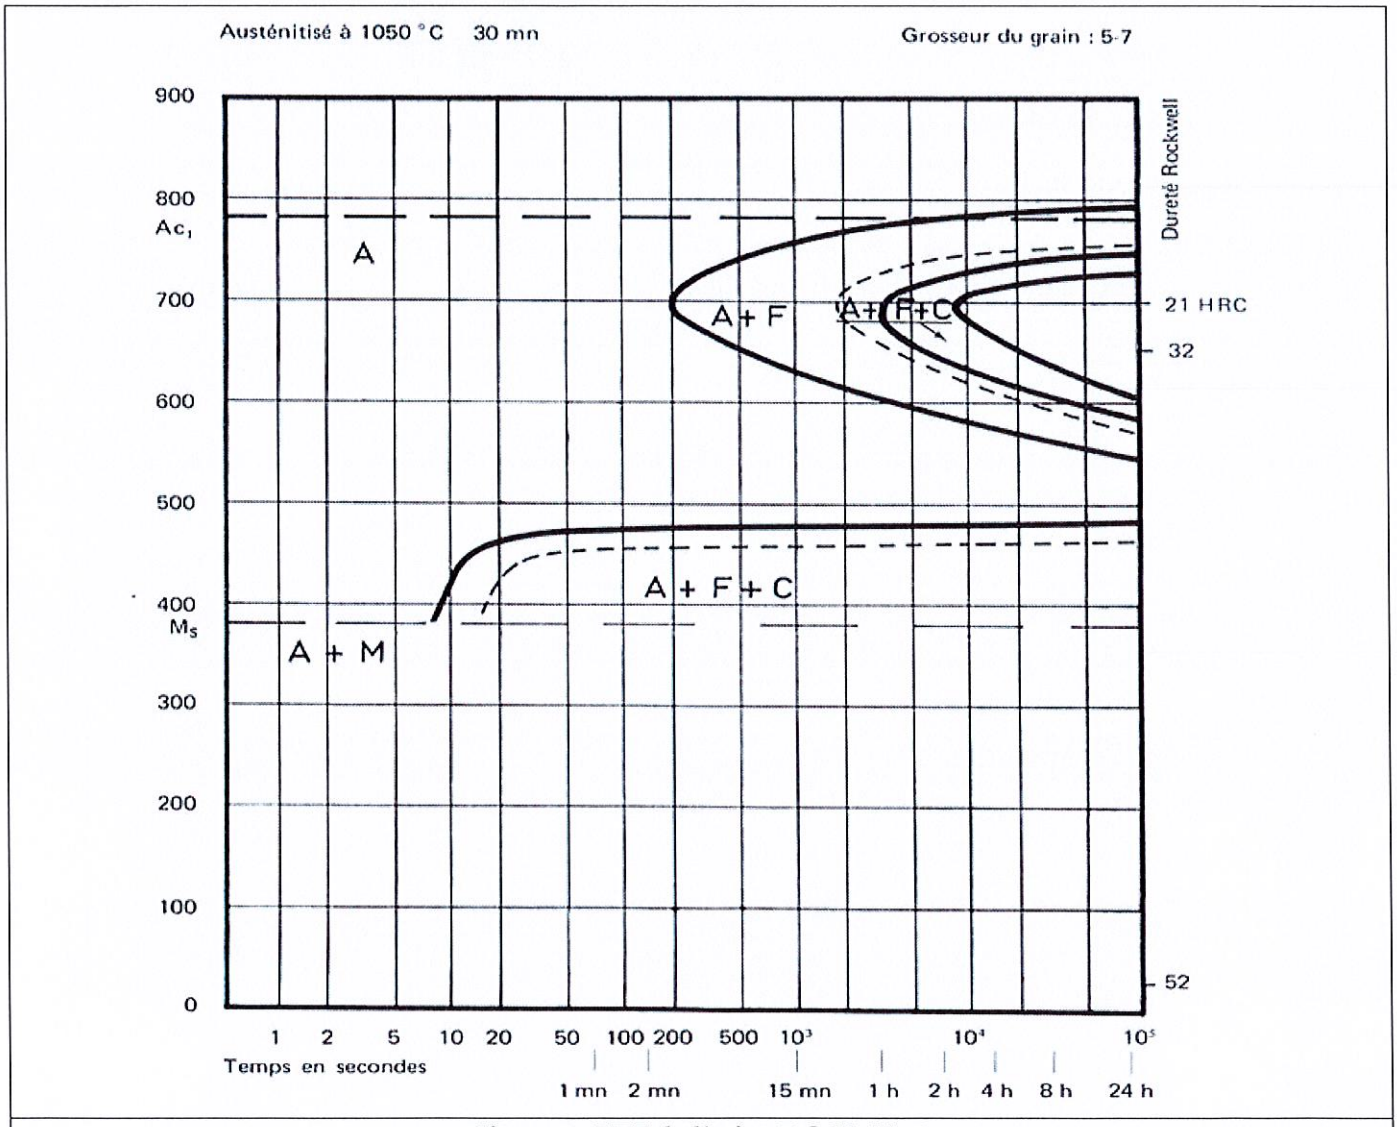

Figure 1 : TTT de l'acier 28CrMoV5-8
- ❑ Identifier les différents domaines sur le TTT représenté sur la Figure 1.